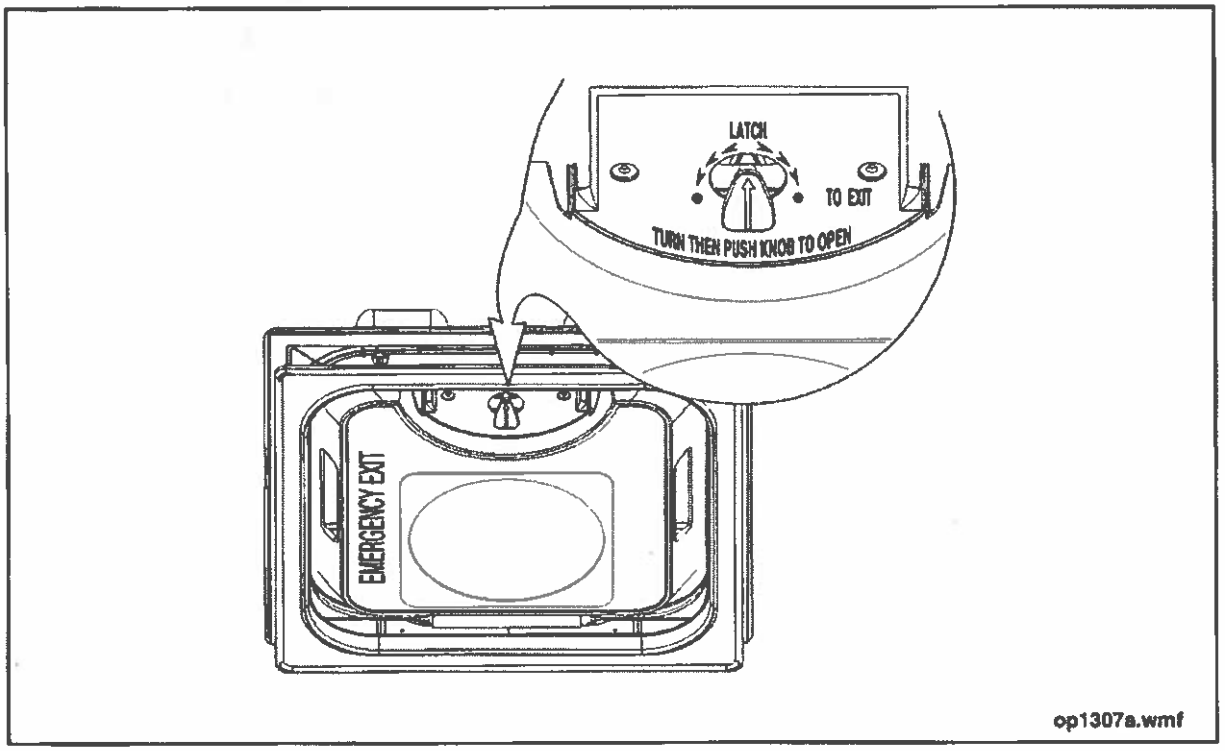

Fig. PM-16: Roof Hatch Inspection
- ❒ Inspect the Vent/Hatch moving parts every 6,000 miles (9,600 km). Make sure the latches close and fasten securely. The latches must fasten securely, with no slack or looseness. If the attaching hardware cannot be tightened, replace the applicable latch parts using new hardware and fasteners. See "Fig. PM-16: Roof Hatch Inspection" on page 32.